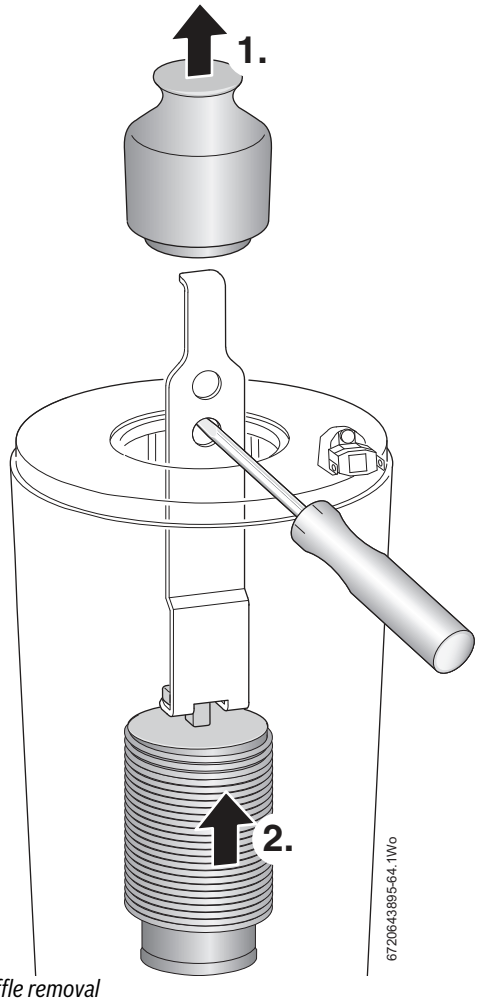

Fig. 62 Baffle removal
If the lower baffle is stuck, it may be necessary to use the "Baffle removal tool" from the heat exchanger cleaning kit - 7 716 192 312, as shown in figure 62.
The baffles (1) and (2) must be refitted into the heat exchanger in the order shown in figure 62. Failure to do so may result in damage to the boiler.